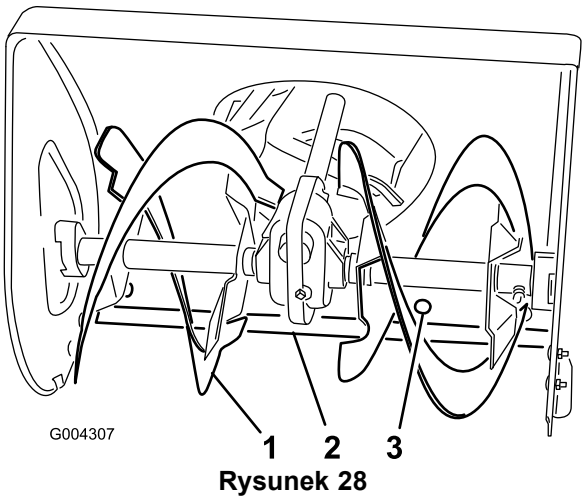

Rysunek 28
1. Boczna płyta śruby śnieżnej (2)
2. Nakrętki kołnierzowe (4)
3. Płoza (2)
4. Ustaw łopatki śruby śnieżnej tak, aby znajdowały się 3 mm nad podłożem (Rysunek 28).
6. Aby odpowiednio dostosować zgarniacz, poluźnij 5 śrub mocujących (Rysunek 28), ustaw zgarniacz i dokręć śruby.